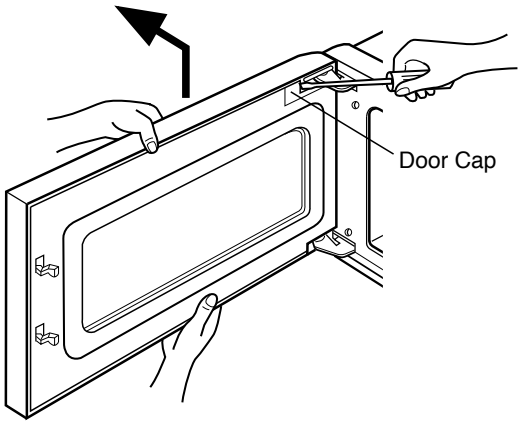

Figure 13
E. REMOVING DOOR (Figure 13)
(1) Remove the vent grille by removing two screws securing it to the front of the out case.
(2) Remove the door cap with small screw driver.
(3) Lift up and push the door.